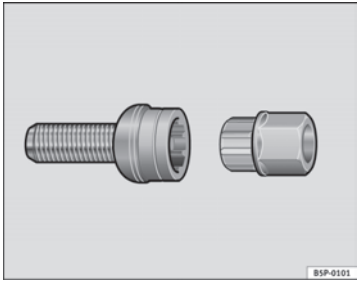

Fig. 140 Anti-theft wheel bolt
– Insert the adapter onto the wheel bolt and push it on as far as it will go ⇒ Fig. 140.